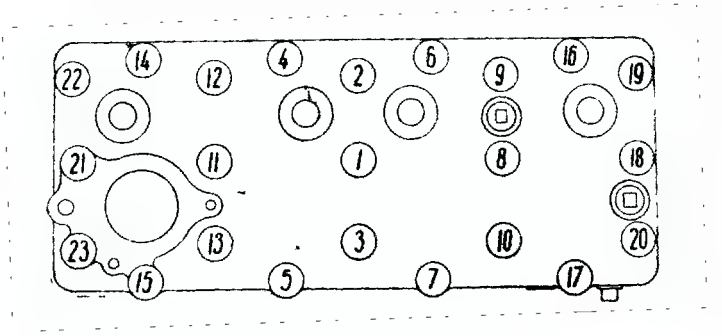

Рис. 5. **Порядок подтяжки гаек головки цилиндров.**
2. Подтянуть гайки крепления головки блока двигателя, соблюдая порядок подтяжки, указанный на рис. 5. Эту операцию надо делать специальным ключом, прилагаемым к автомобилю, без рывков и только на холодном двигателе. Усилие на рукоятке ключа должно быть в пределах 35—40 кг. Запрещается удлинять ключ (наставлять его трубой и т. д.). Следует остерегаться перетяжки этих гаек, так как это может вызвать обрыв шпилек.